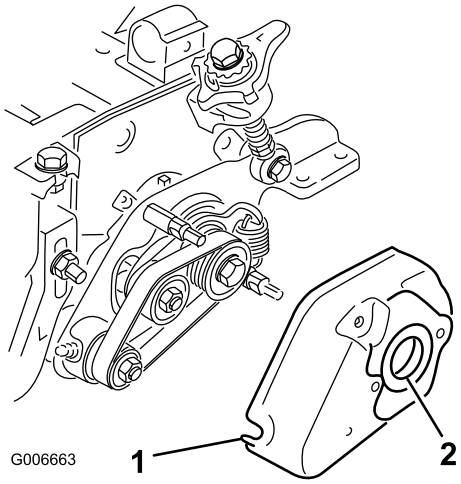

Figuur 29
35. Plaats de kap van de groomer en zet deze vast met twee 5/16 inch flensmoeren (Figuur 29).
36. Smeer een laagje vet op de binnenkant van de pakkingsring in de kap van de groomer (Figuur 29).